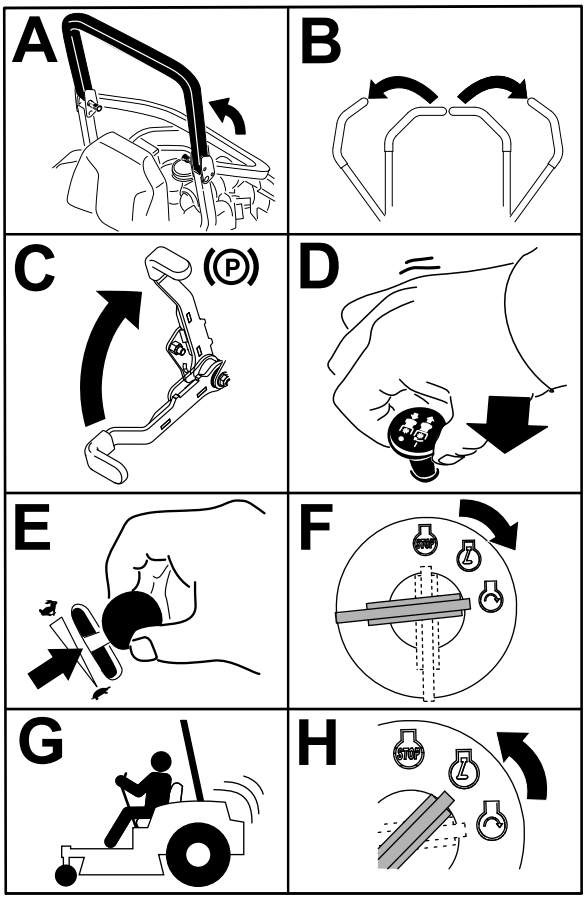

Figur 22
4. Flytt knivkontrollbryteren (kraftuttaket) til stillingen AV (Figur 22).